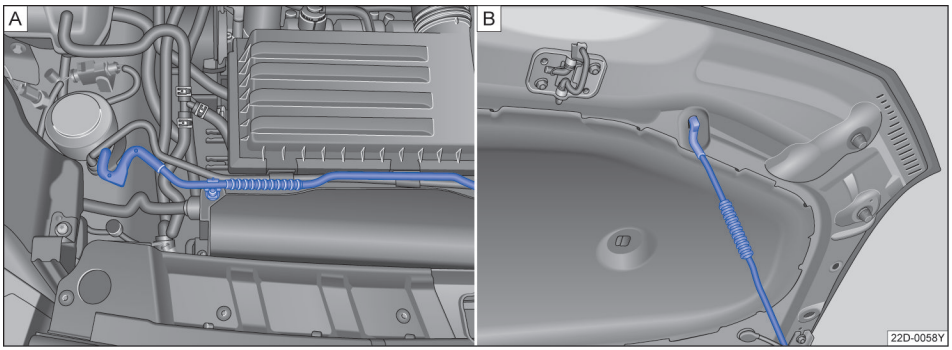

图 152 发动机舱盖支撑杆处于安放及固定位置
– 将发动机舱盖支撑杆→ 图 152 从其固定支架上取下。
– 将发动机舱盖支撑杆挂入图示位置的开口上→ 图 152。
– 将发动机舱盖支撑杆压入其固定支架内→ 图 152。